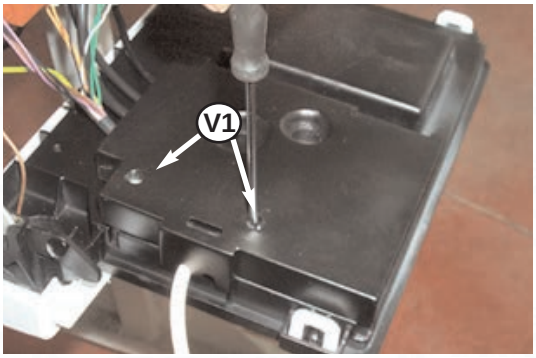

Fig. 95
4. Remove the two screws "**V1**" *(see Fig. 95)*;